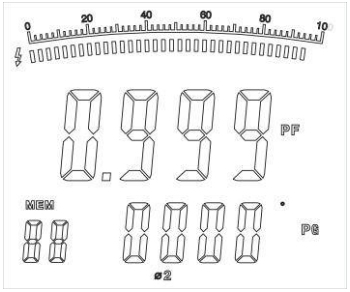

Figure 19
Then press **SEL** again to choose the second phas, see figure 19.
- Press **SEL** to choose the second phase , see figure 19.